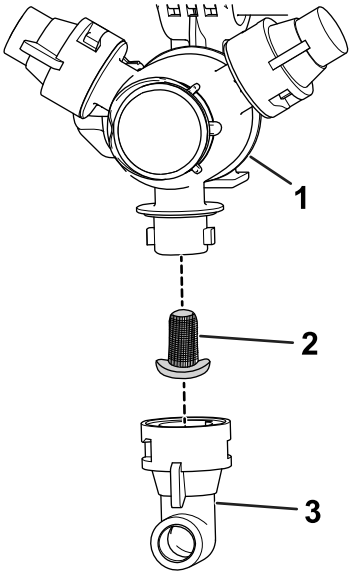

Figure 62
2. Retirez la buse de la tourelle de pulvérisation (Figure 62).
3. Retirez le filtre de buse usagé (Figure 62).
4. Montez le filtre de buse neuf (Figure 62).
5. Installez la buse sur la tourelle de pulvérisation (Figure 62).